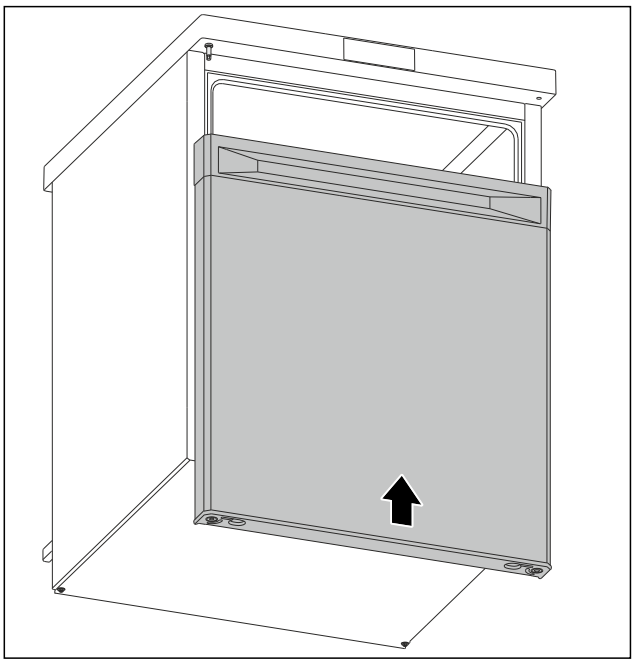

Fig. 13
▶ Työnnä ovi suljettuna ylempään pulttiin. (katso Fig. 13)